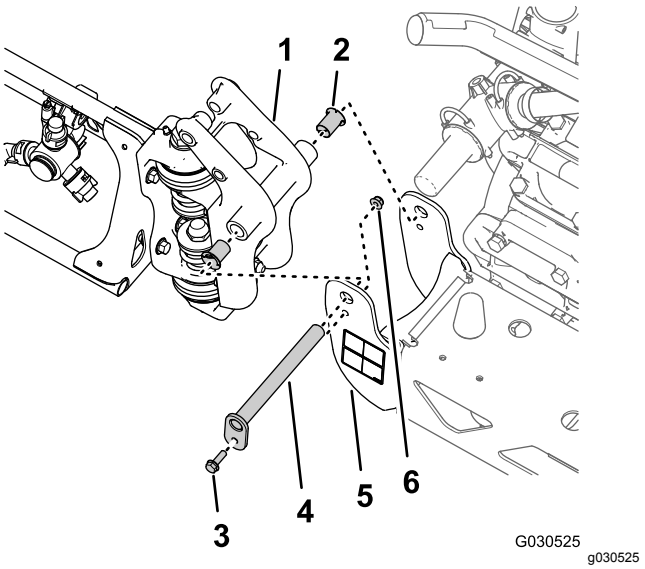

**Figur 65**
1. Afmonter flangebolten (5/16 x 1 tomme) og flangelåsemøtrikken (5/16 tomme), der fastgør drejetappen til aksebeslaget (Figur 65).
2. Afmonter drejetappen fra akselbeslaget til midterbomsektionen og drejefittingen til den ydre bomsektion (Figur 65).
3. Adskil den ydre bomsektion fra midterbomsektionen, og afmonter den ydre sektion fra maskinen (Figur 65).
4. Afmonter de 2 nylonflangebøsninger fra drejefittingen på den ydre bomsektion (Figur 65).